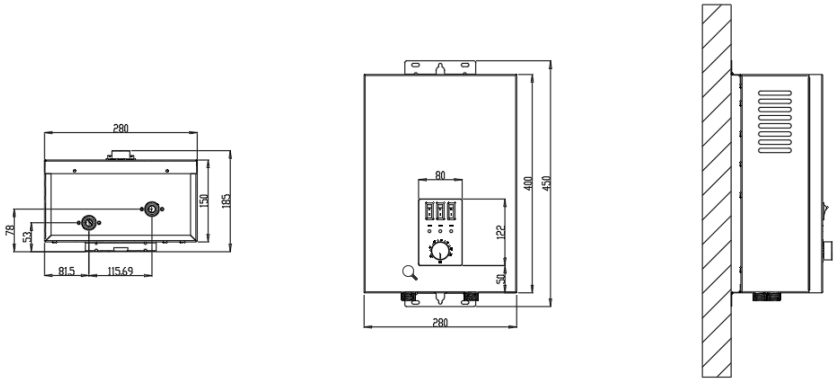

Рис. 8. Монтажные размеры
7.3.2 Установка прибора на стену (Рис. 8)
Прибор должен быть установлен в вертикальном положении без наклона. В соответствие с Рис. 8 просверлите установочные отверстия на стене, вставьте анкер в верхнее установочное отверстие для крепления, вставьте пластиковые дюбели в нижние установочные отверстия и закрутите саморезы.